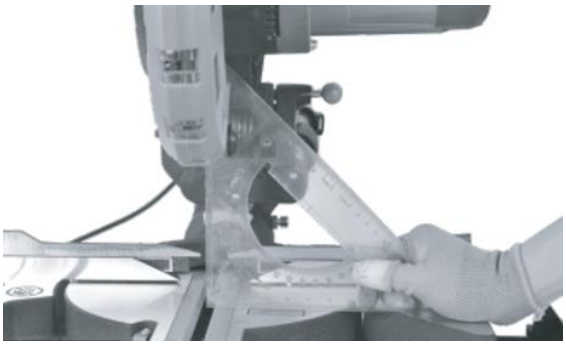

Рис. 5
- Угол наклона диска 0°. Проверять угольником между плоскостью диска и поверхностью поворотного стола (Рис.5). Диск должен быть расположен строго перпендикулярно поверхности стола;